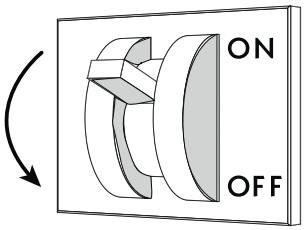

Fig. 24
- Couper la tension électrique au meuble réfrigéré en intervenant sur l'interrupteur-sectionneur général mural ("Fig. 24").